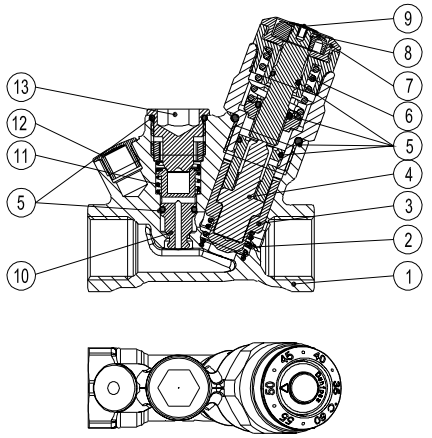
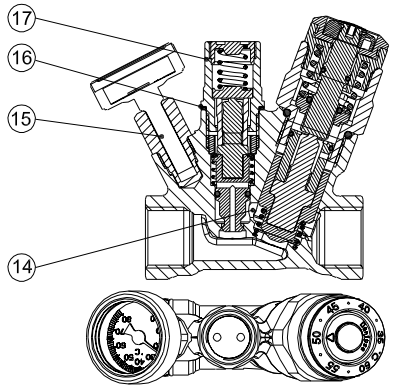
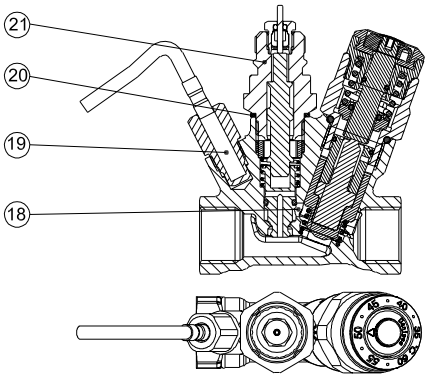

***Fig. 6*** *Design - basic version - A*
***Fig. 9*** *Design - self-acting version with automatic thermal disinfection function - B*
***Fig.12*** *Version with electronically controlled disinfection process - C*
The MTCV - is a thermostatic self-acting, proportional valve. A thermo-element (*fig. 6 elem. 4*) is placed in the valve cone (*fig. 6 elem. 3*) to react to temperature changes.
A safety spring (*fig. 6 elem. 6*) protects the thermo-element from being damaged when the water temperature exceeds the value on the set point.
After removing the plug from the disinfection plug (*fig. 6 elem. 13*)-(this can be done during working conditions, under pressure) the thermostatic disinfection module can be mounted (*fig. 9 elem. 17*).
**1-13** As described in fig. 6
After removing the disinfection plug (*fig. 6 elem. 13*) the adapter can be mounted (*fig. 12 elem. 21*) and the thermo actuator TWA can be mounted.
A temperature sensor PT 1000 has to be mounted in the thermometer head (*fig. 12 elem. 19*). Thermo-actuator and sensor are connected to the electronic regulator CCR2+ which allows an efficient and effective disinfection process in each circulation riser. The main regulation module works within the temperature range 35-60 °C. When the disinfection process/thermal-water treatment starts CCR2+ controls the flow through MTCV via thermo-actuators TWA. Benefits of an electronic regulated disinfection process with CCR2+ are: